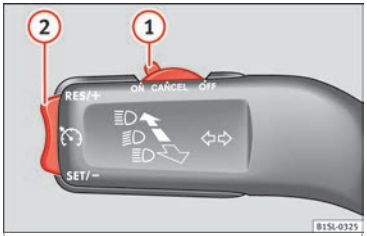

Fig. 34 Switches and controls for operating the CCS
- Switching on the CCS: Move switch ››› Fig. 34 1 to **ON**. The system is on. If no speed has been programmed, the system will not control it.
- Activating the CCS: Press button ››› Fig. 34 2 in the **SET/–** area. The current speed is memorised and controlled.
- Temporarily switching off the CCS: Move switch ››› Fig. 34 1 to **CANCEL** or push the brake. The cruise control system is switched off temporarily.
- Reactivating the CCS: Press button ››› Fig. 34 2 in **RES/+**. The memorised speed is saved and controlled again.
- Switching off the CCS: Move switch ››› Fig. 34 1 to **OFF**. The system is disconnected and the memorised speed is deleted.